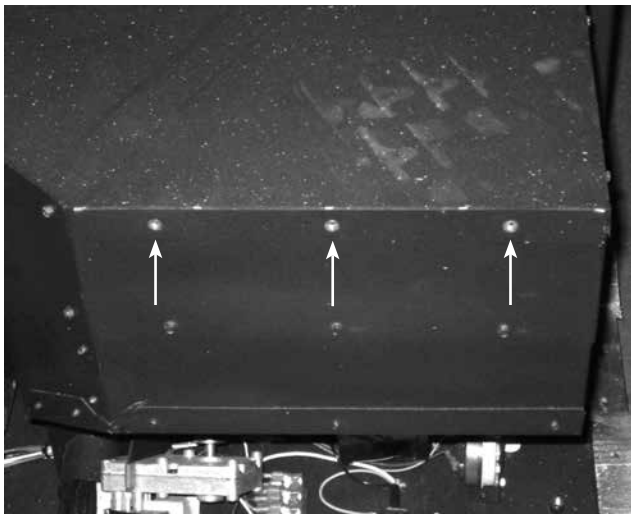

Figure 60
7. Retirer les 3 vis situées le long de la trémie à granule *(**figure 60**)*.
8. Retirer à présent les 3 vis situées sur la partie supérieure de la trémie à granules (Voir ***figure 60***). Placer maintenant le boîtier ZC assemblé à proximité de la face arrière du poêle encastrable. Saisir le cordon d'alimentation situé en bas à l'arrière du poêle encastrable et le faire passer dans le passe-fil en caoutchouc situé au bas de la plaque arrière A. Sur la plaque latérale droite C, faire passer le faisceau de câbles à travers le passe-fil en caoutchouc inférieur (***figure 61***). Positionner le boîtier ZC contre l'arrière du poêle encastrable et réinstaller les trois vis précédemment retirées pour fixer le boîtier ZC au poêle encastrable (les trois trous indiqués à la ***figure 60***).